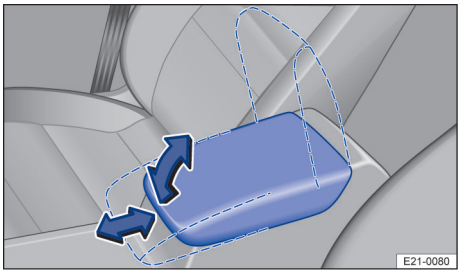

Fig. 80 Entre les sièges avant : accoudoir central
1. *Soulèvement :* tirez l'accoudoir central vers le haut et par cran, dans le sens de la flèche → fig. 80.
3. *Réglage longitudinal :* reculez ou avancez l'accoudoir central → fig. 80.